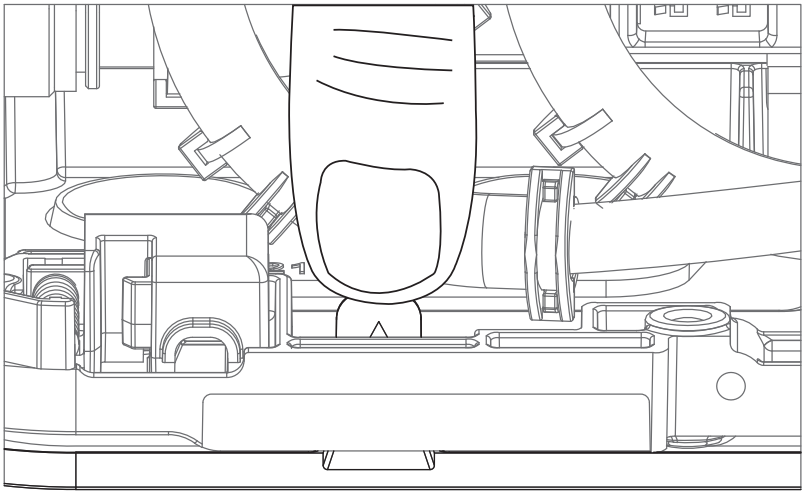

Figure 7-8: Tabs
5. Remove the top and bottom covers by pressing the tabs (Figure 7-8 and Figure 7-9).